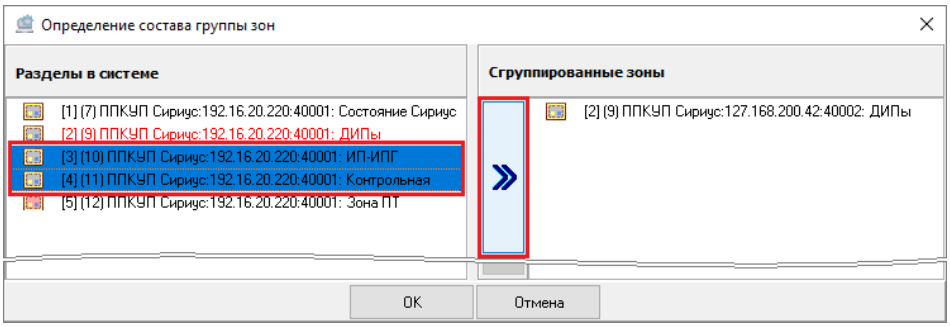

Рисунок 6-279 Привязка аппаратных зон к аппаратной группе зон
- выделите одну или несколько аппаратных зон в поле «Зоны в системе» (для выделения сразу нескольких аппаратных зон нажмите на клавиатуре и удерживайте клавишу <Shift> для выбора диапазона или клавишу <Ctrl> для комбинированного выбора) и нажмите кнопку переноса (см. Рисунок 6-279);